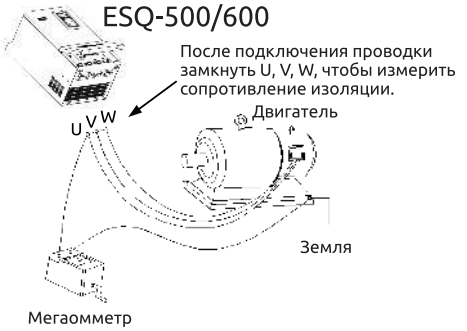

Рис. 1-1 Проверка изоляции двигателя
(2) Преобразователь должен соответствовать параметрам двигателя с переменной частотой, работающего на низкой скорости или с постоянным крутящим моментом в течение длительного времени. Если преобразователь не соответствует номинальной мощности асинхронного двигателя, особенно если она меньше номинальной мощности преобразователя, необходимо обеспечить теплоотвод для охлаждения двигателя или установить термореле для защиты двигателя от перегорания.
(3) Необходимо заранее принять меры, чтобы не допустить отсутствия смазки в редукторе и зубчатой передаче при длительной работе на низкой скорости.
(4) В первую очередь, необходимо убедиться в том, что подшипники и механические компоненты подходят для скоростного диапазона двигателя. Также следует учитывать, что при превышении номинальной частоты усилится вибрация и повысится уровень шума двигателя.
(5) Для защиты преобразователя от неисправностей из-за перегрузки по току или перенапряжения необходимо предусмотреть подходящие прерыватели цепи.
(6) Пуск и останов преобразователя должен осуществляться с помощью соответствующих команд или клемм, в противном случае при частом подключении входной клеммы преобразователя к сильноточному выключателю, например, контактору, для непосредственного пуска и останова он может выйти из строя.
(7) Если контактор устанавливается между выходом преобразователя и двигателем, не отключать контактор, пока работает преобразователь. В противном случае преобразователь выйдет из строя.
(8) При некоторых значениях выходной частоты преобразователь может столкнуться с механическим резонансом. Этого явления можно избежать, установив частоту проскока.
(9) Преобразователь частоты можно подключать только к сети с подходящим рабочим напряжением. При необходимости следует подключить соответствующее устройство плавного пуска или приобрести преобразователь со специальными характеристиками.
(10) Если высота места установки над уровнем моря превышает 1000 м, необходимо уменьшить эксплуатационные параметры преобразователя частоты на 10% при каждом превышении на 1000 м.
(11) Перед первым использованием и использованием после длительного простоя необходимо проверить изоляцию двигателя. На Рис. 1-1 ниже показан способ проверки с помощью мегаомметра 500 В.